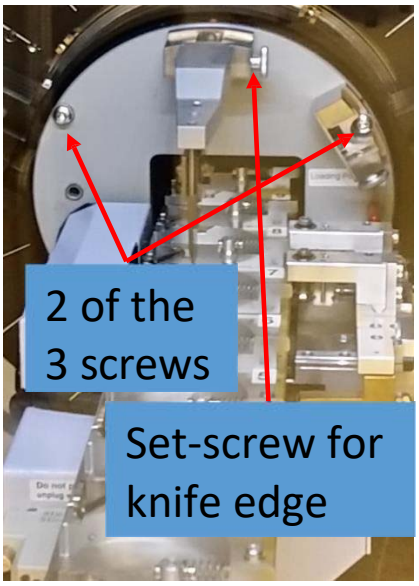

Figure B-2. FLIP-STICK stage. In the picture, 2 of the 3 screws can be seen. The third is below the sample holder.
3. Tighten down the three screws (Figure B-2). The longest screw should be located at the top of attachment.
6. Take out the three screws (Figure B-2).